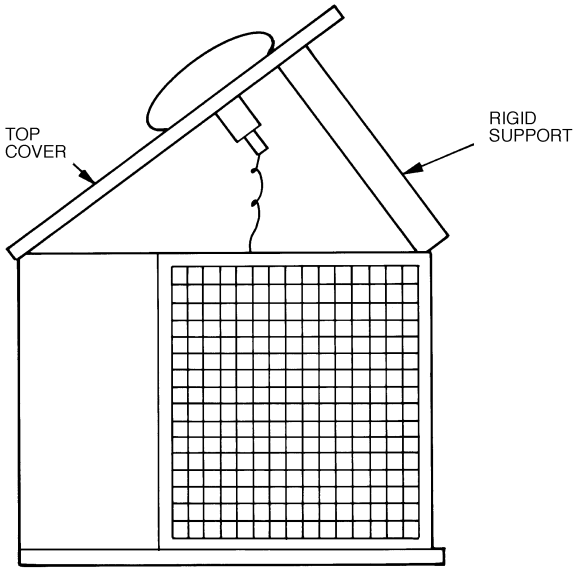

Fig. 24 — Pivot and Support Top Cover
2. Remove screws holding rear corner posts and top cover in place. Pivot top cover up 12 to 18 in. (305 to 457 mm) and support with a rigid support. See Fig. 24.